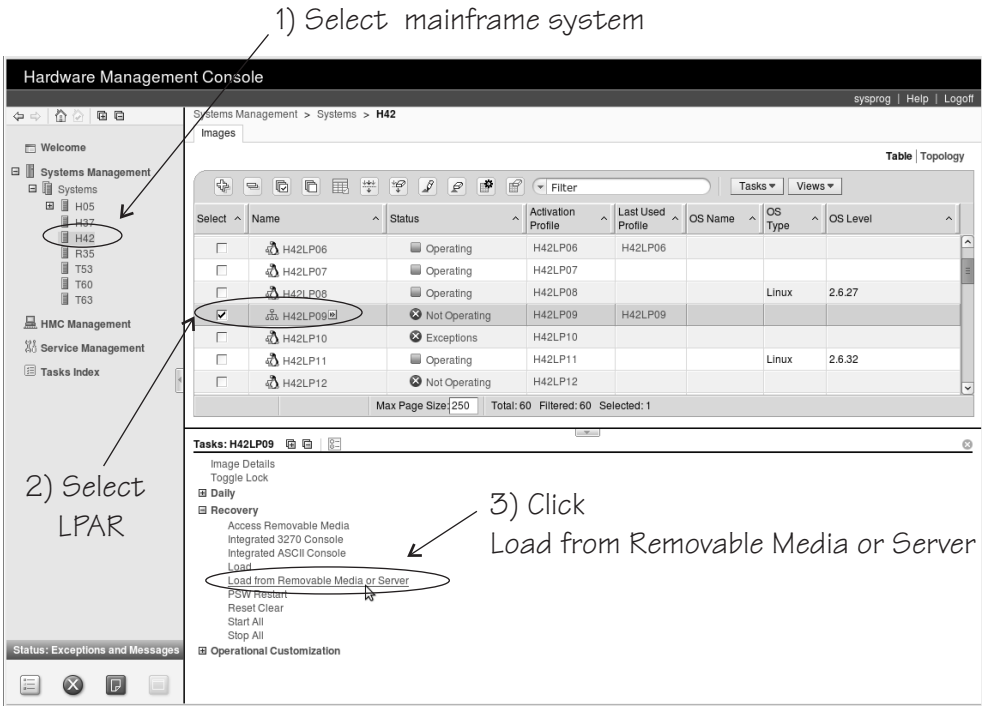

Figure 64. Load from Removable Media or Server task on the HMC
3. In the **Tasks** area, expand **Recovery** and click **Load from Removable Media or Server** (see Figure 64).